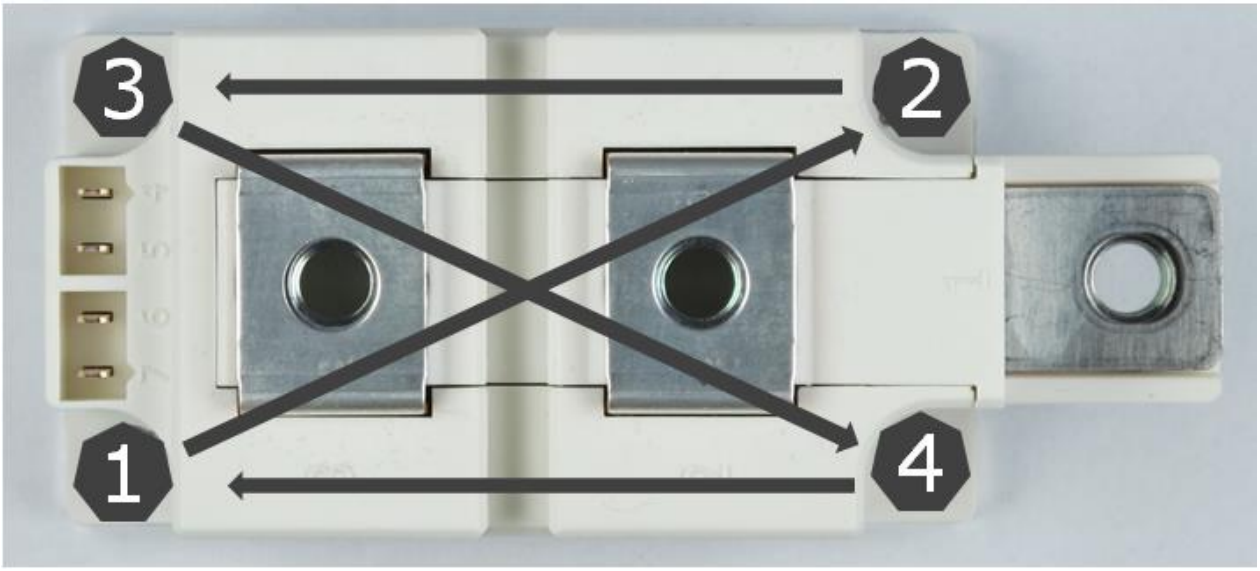

Bild 10: Anschraubreihenfolge zur Modulmontage
3. Alle Schrauben über Kreuz mit ca. 0,5Nm in der folgenden Sequenz fixieren z. B. Schraube Nr. 1 – 2 – 3 – 4 (vgl. Bild 10).